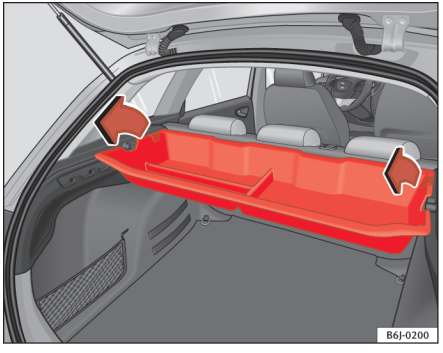

Fig. 91 Sådan afmonteres opbevaringsrummet.
– Tag bagagerumsafdækningen ud, og træk opbevaringsrummets ender opad ⇒ fig. 91.